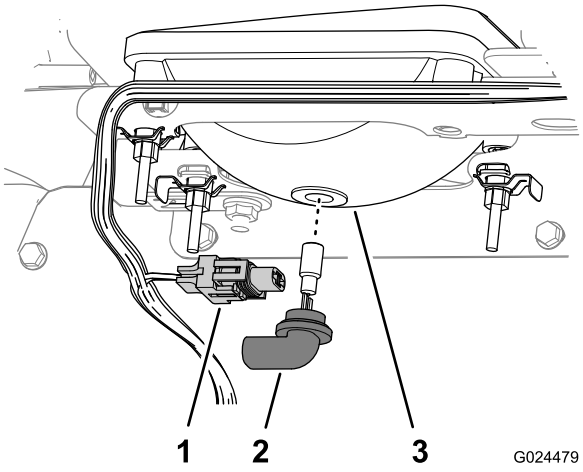

Figura 58
3. Scollegate il connettore elettrico del cablaggio dal connettore del gruppo luci sul retro del vano del faro(Figura 58).
4. Ruotate il gruppo luci di 1/4 giro in senso antiorario spostandolo indietro, fuori dalla sede del vano del faro (Figura 58).
5. Inserite il nuovo gruppo luci e il vano del faro e allineate le linguette nel gruppo luci alle fessure nel vano del faro (Figura 58).
6. Fissate il gruppo luci ruotandolo di 1/4 di giro in senso orario (Figura 58).
7. Collegate il connettore elettrico del cablaggio al connettore del nuovo gruppo luci (Figura 58).